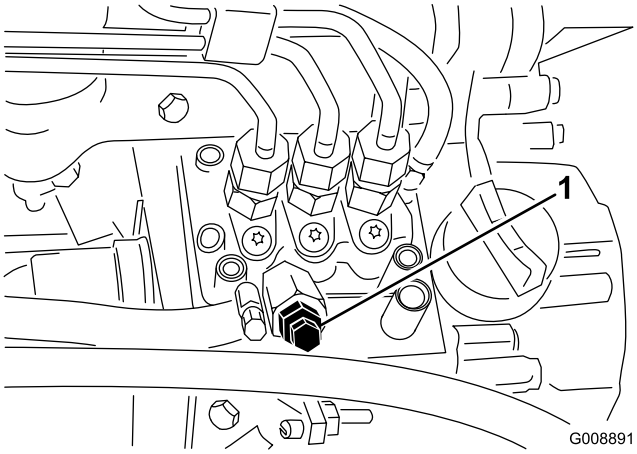

Figuur 41
3. Draai de ontluchtschroef op de brandstofinjectiepomp open (Figuur 41).